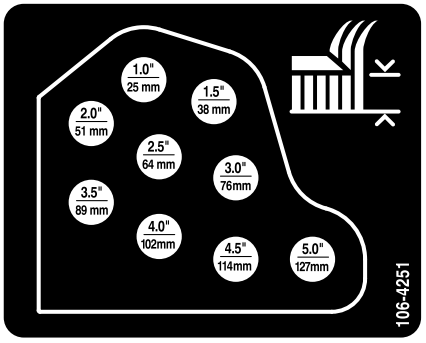

Figura 19
6. Monte las cadenas de altura de corte en el taladro de altura de corte deseado (Figura 19) con el pasador de horquilla y la chaveta.